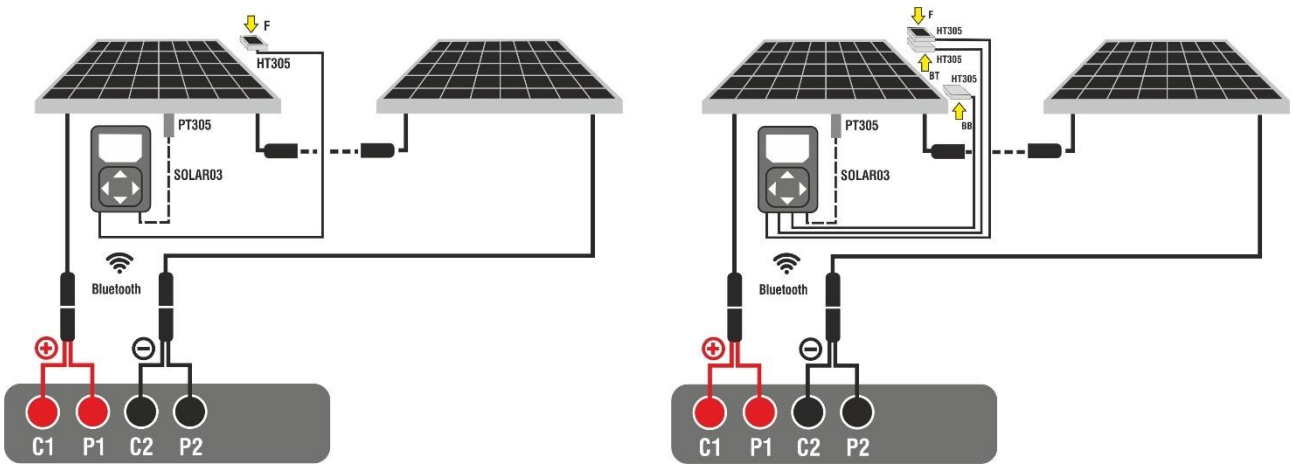

Fig. 39: Ligação com a unidade remota SOLAR03 em módulos Bifaciais
3. Ligar o instrumento e a unidade remota **SOLAR03** ao módulo/corda a ensaiar, como indicado na Fig. 39. Em particular:
- **No caso de módulos Monofaciais**→ colocar a célula de referência **HT305** no plano frontal do módulo (F) e na entrada "**INP1**" e eventualmente a sonda de temperatura **PT305** na entrada "**INP4**" da unidade remota
- **No caso de módulos Bifaciais** → Colocar as **3 células de referência HT305** no plano frontal do módulo (F), na parte superior traseira (**BT**=**B**ack**T**op) e na parte inferior traseira (**BB**=**B**ack**B**ottom) do módulo. Ligar a célula de referência frontal (**F**) à entrada "**INP1**", a célula de referência BT à entrada "**INP2**", a célula de referência BB à entrada "**INP3**" e, **se necessário**, a sonda de temperatura **PT305** à entrada "**INP4**" da unidade remota